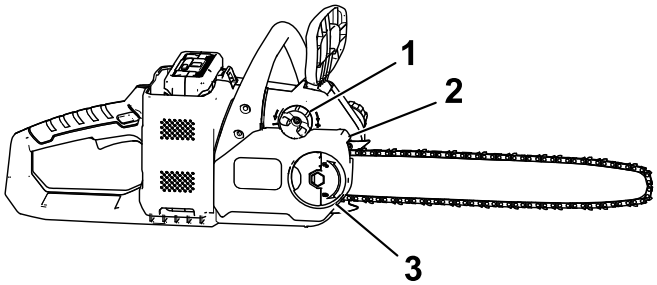

Figura 29
5. Ajuste la tuerca mariposa hasta que esté ajustada (Figura 29).
2. Extraiga la tuerca mariposa que sujeta la tapa (Figura 29).
3. Afloje la cadena girando el tornillo de apriete de la cadena en sentido antihorario (Figura 29).